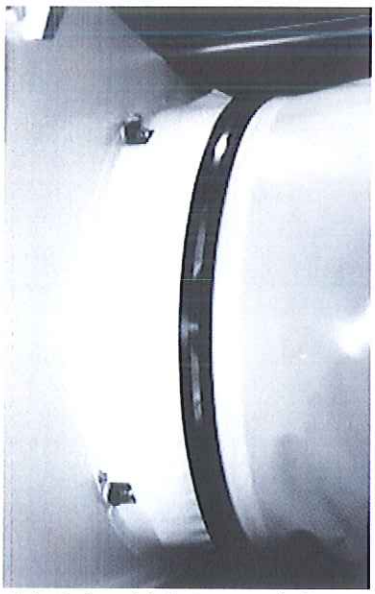

Abb. 6: Anschlußstutzen mit Spannschelle
2. Anschließend wird die Spannschelle angelegt und mit dem Bolzen gut festgezogen (Abb. 6). Dabei bilden Sie aus dem sich darunterbefindlichen überstehenden Schlauchmaterial eine Falte und klemmen diese Falte mit unter die Spannschelle. Die Funktion des Schlauches wird dadurch nicht beeinflußt.